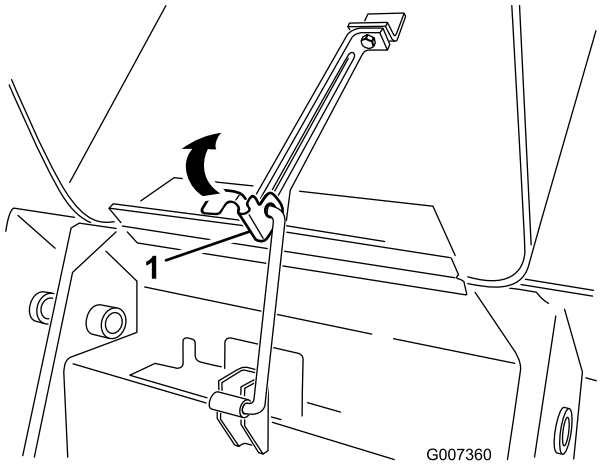

**Figur 28**
1. Lyft upp fliken som håller stöttan på plats (Figur 28)